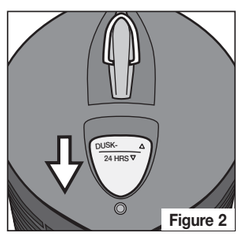

Figure 2
a. To select 24 Hour Operation, slide the grey button on the cap down so that it covers the sundown sensor. The unit will remain ON 24 hours a day (Figure 2).